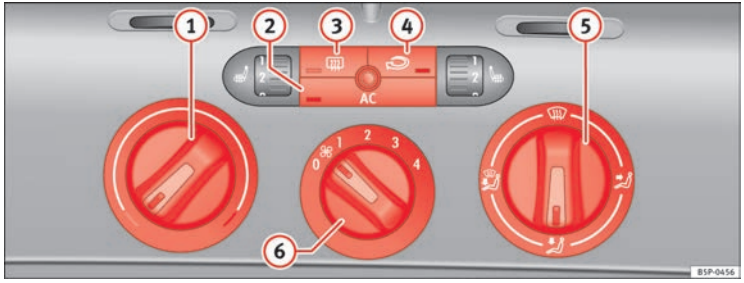

Fig. 128 On the dash panel: Climatic controls
– Turn the temperature selector ⇒ fig. 128 (1) clockwise to select the required temperature.